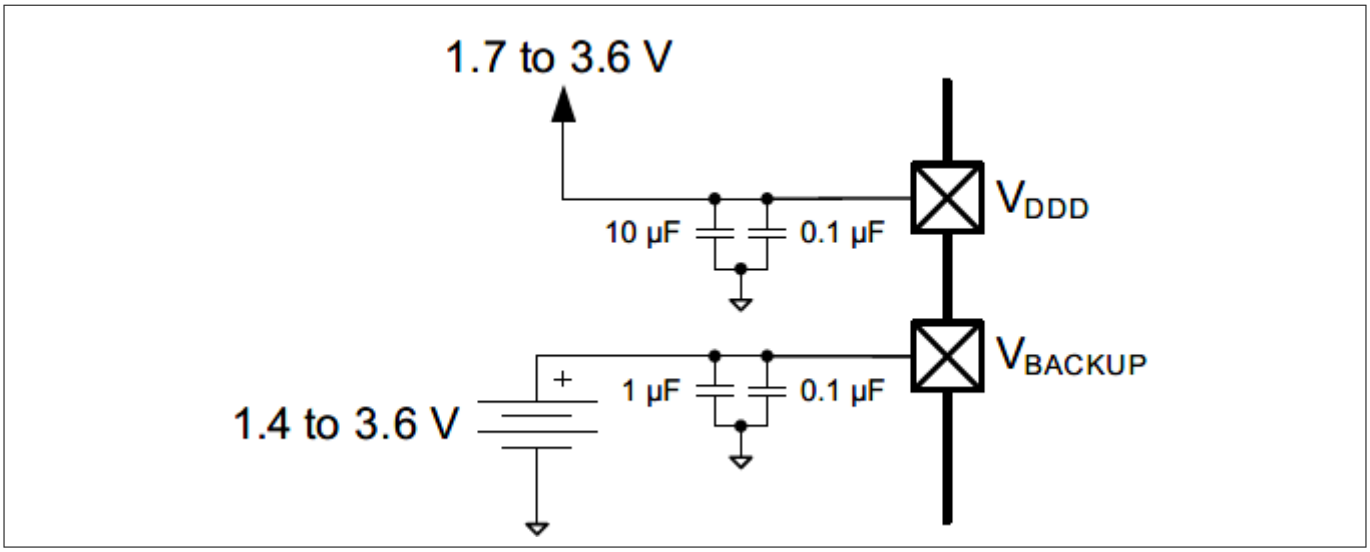

Figure 16 **Separate Battery connection to V_{BACKUP}**
- V_{BACKUP}: the supply for the backup domain, which includes the 32-kHz WCO and the RTC. It can be a separate supply as low as 1.4 V, for battery or supercapacitor backup, as Figure 16 shows. otherwise it is connected to V_{DDD}. It powers I/O port 0.